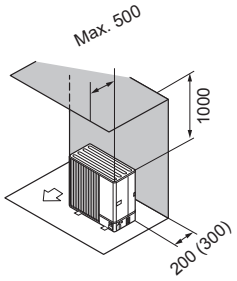

Fig. 1-7
② Obstacles at rear and above only (Fig. 1-7)